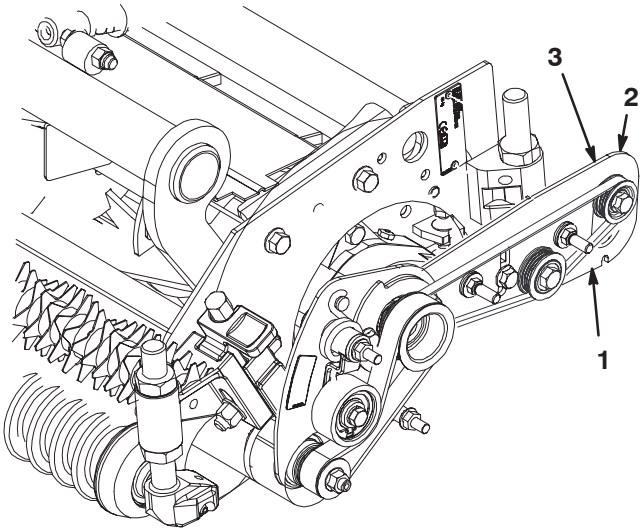

Figure 38
37. Install the brush belt around the rear drive pulley, brush pulley and idler pulley (Fig. 38).
38. Using about 5 lbs of force, push down on the rear end of brush plate to initially set belt tension. Tighten the 5/16” flange bolts securing the brush plate to the drive housing and threaded spacer (Fig. 38).
39. Check belt tension. Correct belt tension should have approximately 0.25” deflection at the center of the belt with 2 lbs of force applied (Fig. 38).
40. Adjust the guard plate so that it covers the hole in the brush plate and does not contact rear roller brush shaft (Fig. 38). Tighten bolt and flange nut securing guard plate.
41. Install the groomer belt around the drive and driven pulleys and under the idler pulley (Fig. 38).